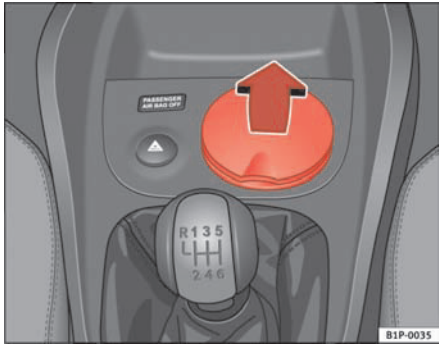

Fig. 99 Ashtray located in the front drinks holder
– To open the ashtray, lift the cover ⇒ fig. 99.